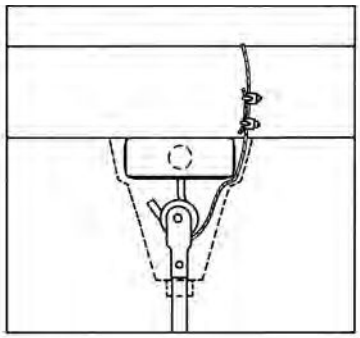

Figure 3
9. Ce ventilateur est équipé d'un câble de soutien de secours nécessaire. Il peut être fixé à la structure de poutre et accroché solidement d'une façon telle qu'il puisse supporter le poids du ventilateur dans l'éventualité où le crochet de fixation ou une autre partie casse. Après avoir enroulé le câble autour d'une partie de structure pouvant supporter 137 kg, fixez ce câble avec les serre-câbles fournis comme illustré en Figure 3 (REMARQUE : Tout matériel additionnel nécessaire pour des installations spécifiques peut être acheté chez votre distributeur local).
IMPORTANTE PRÉCAUTION : Le câble de sécurité ne doit pas être placé entre le cylindre en caoutchouc et le crochet, mais plutôt comme illustré en Figure 3.
10. Quand vous suspendez le ventilateur sur le crochet en J fourni par l'usine, assurez-vous que le câble en haut de la tige est positionné derrière le crochet en J comme illustré en Figure 3.